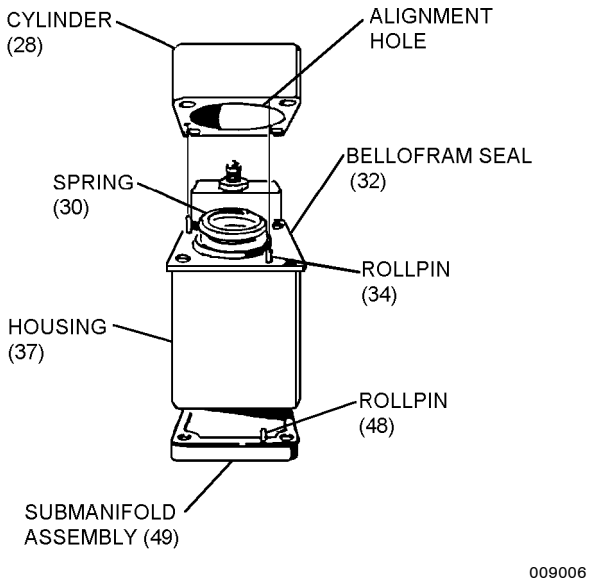

Figure 9-6. Seal Alignment
8. Align bellofram seal (32) in housing (37) using guidepins, ensuring holes in bellofram seal are mated to rollpins (34) in housing (37) (figure 9-6).
9. Install screw (29) into cylinder (28) fully counterclockwise until screw (29) bottoms out, then turn screw (29) clockwise approximately one full turn. Do not install screen (25), nut (24), and nut (23).
10. Align cylinder (28) with roll pins (34) and carefully install cylinder (28) onto housing (37) as shown in figure 9-6. Secure cylinder (28) to housing (37) using screws (26) and washers (27). Tighten screws (26) evenly.